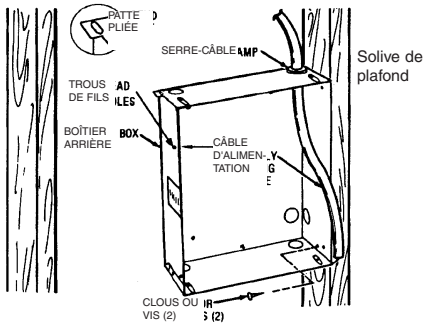

**Figure 1**
1. Déterminez quel côté du boîtier arrière doit être placé contre un poteau mural, et courbez les pattes aux angles arrière à 90° de façon à ce que le boîtier arrière soit d'équerre avec le poteau après l'installation (Voyez la Figure 1).
3. Positionnez le boîtier arrière contre le côté d'une solive de plafond avec des clous ou des vis comme c'est montré en Figure 1.
**REMARQUE :** Des avant-trous pour vis de tôlerie de #8 ont été fournis sur les côtés du boîtier arrière Une fois que la finition de mur aura été posée, enfoncez une vis de tôlerie de #8 (M4) (de longueur recommandée de 1" ou 25 mm) au travers du côté du boîtier qui n'est pas fixé à la solive. Cela empêchera le boîtier arrière d'être extrait au moment de l'installation du radiateur (Vor la Figure 1).